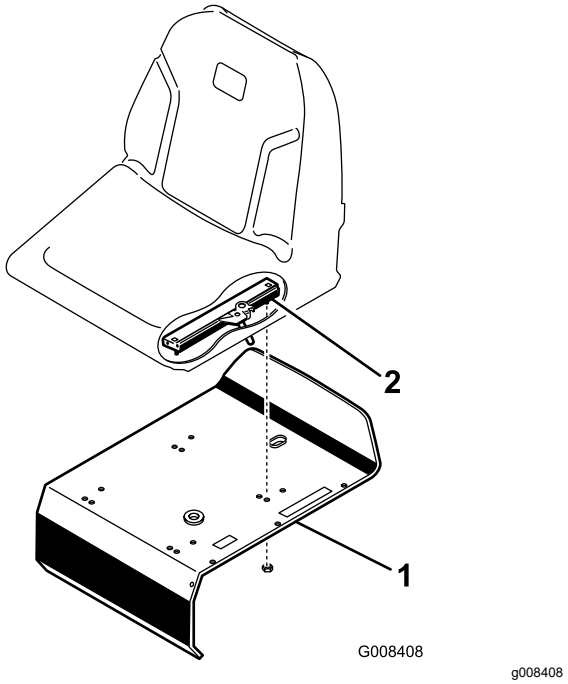

Figur 3
3. Fastgør sædets slæder til sædets bærende konstruktion med låsemøtrikkerne (5/16"), der er leveret som løsdele (Figur 3).